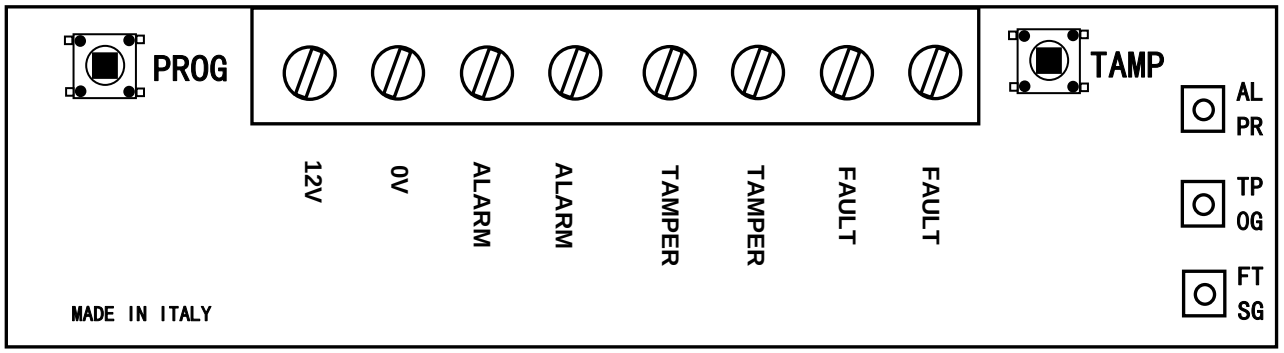

Figura 2.
2. Premere una volta il tasto PROG (vedi Figura 2.)